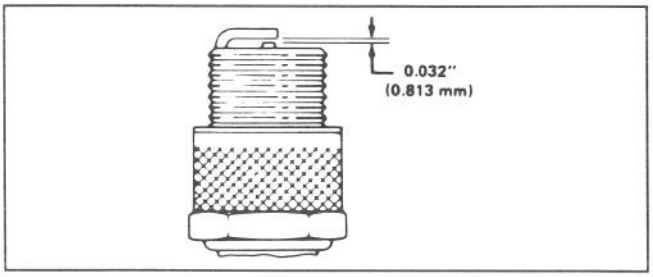

Figure 18
3. Set air gap at 0.8 mm (0.032") (Fig. 18). Install correctly gapped spark plug and gasket seal. Tighten plug firmly to 20 N·m (15 ft-lb).